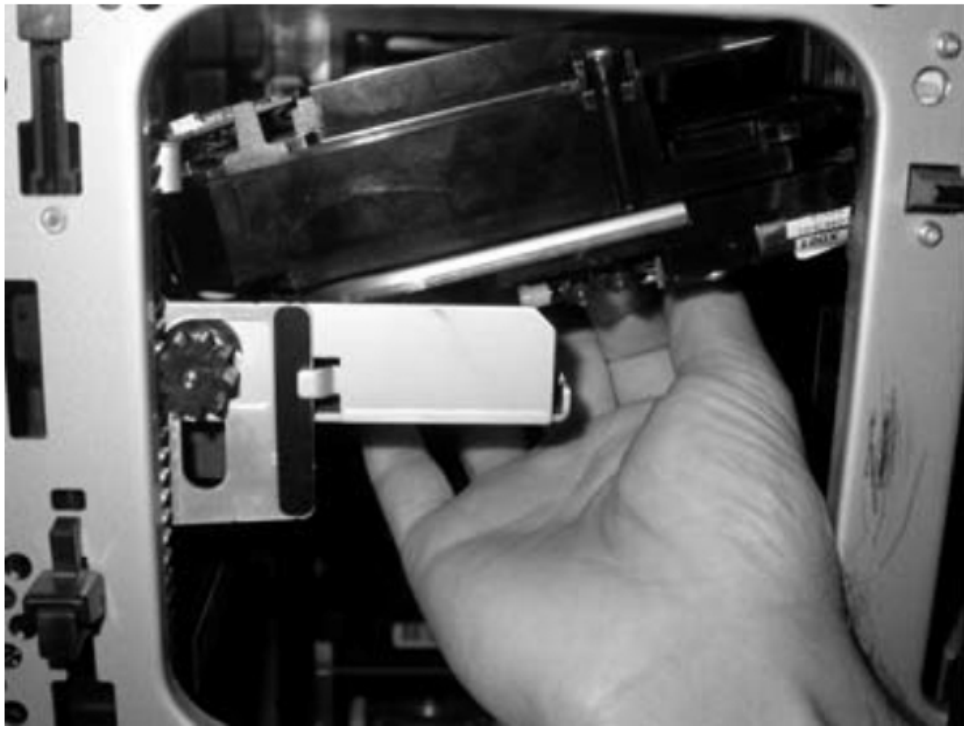

Figure 7-121. Lower the Picker Assembly onto the M2 Robot Assembly
a. Locate the release level on the underside of the Picker Assembly. While holding the release lever in the forward position, lower the Picker Assembly onto the M2 Robot Assembly. (See Figure 7-121).